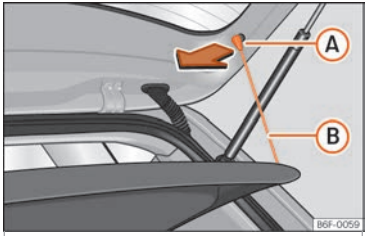

Fig. 121 Dans le coffre à bagages : dépose et repose de la plage arrière.
- Décrochez les tirants de fixation ››› **fig. 121** Ⓑ de leurs logements Ⓐ.
- Accrochez les tirants de fixation ››› **fig. 121** Ⓑ sur le capot de coffre.